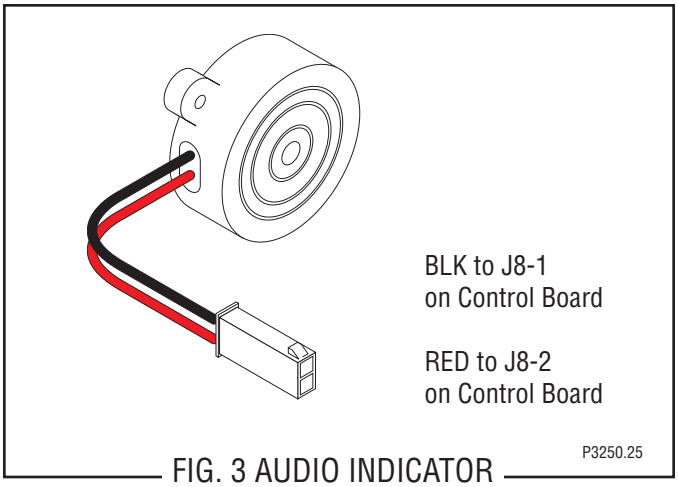

FIG. 3 AUDIO INDICATOR BEEPER
7. Refer to Fig. 3 when reconnecting the wires.